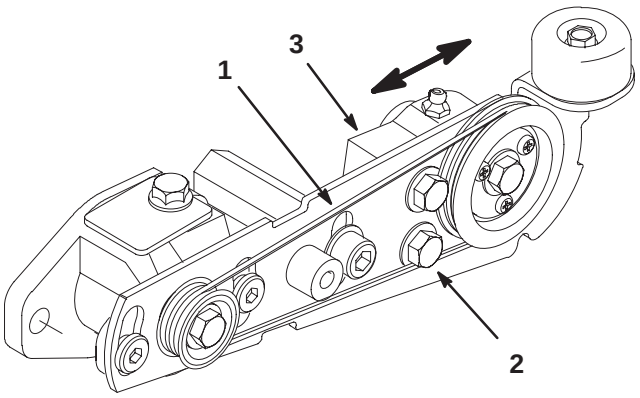

Figure 10
19. Midway between the pulley there should be 3/32" deflection with a force of 1 lb. applied at a right angle to the belt (Fig. 10). Belt tension should be checked after 50 hours and every 250 hours after that. If necessary, adjust the belt tension as follows:
A. Loosen the (2) capscrews securing the bearing housing to the pivot plate.
B. Move the bearing housing either forward of backward to achieve the correct belt tension (Fig. 10).
C. Tighten the (2) capscrews to lock the adjustment (Fig. 10)